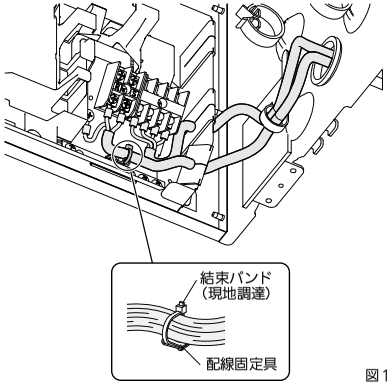

図15
- 電源線は端子接続部に張力が加わらないように、配線固定具に結束バンド(現地調達)を通し、しっかりと固定してください。(1か所)(図 15)